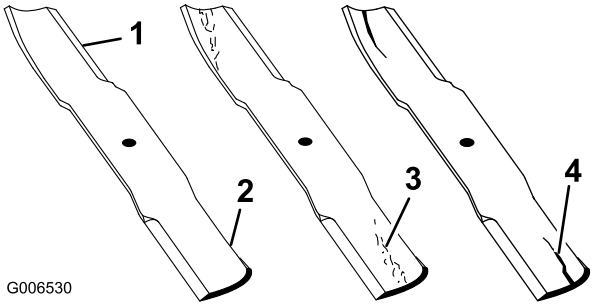

**Figuur 87**
1. Controleer de snijranden (Figuur 87). Als de snijranden niet scherp zijn of inkepingen vertonen, moet u de messen verwijderen en deze slijpen. Zie De maaimessen slijpen (bladz. 65).
2. Controleer de messen, met name het gebogen deel (Figuur 87). Als u beschadiging, slijtage of groefvorming in dit deel constateert (Figuur 87), moet u het mes direct vervangen.